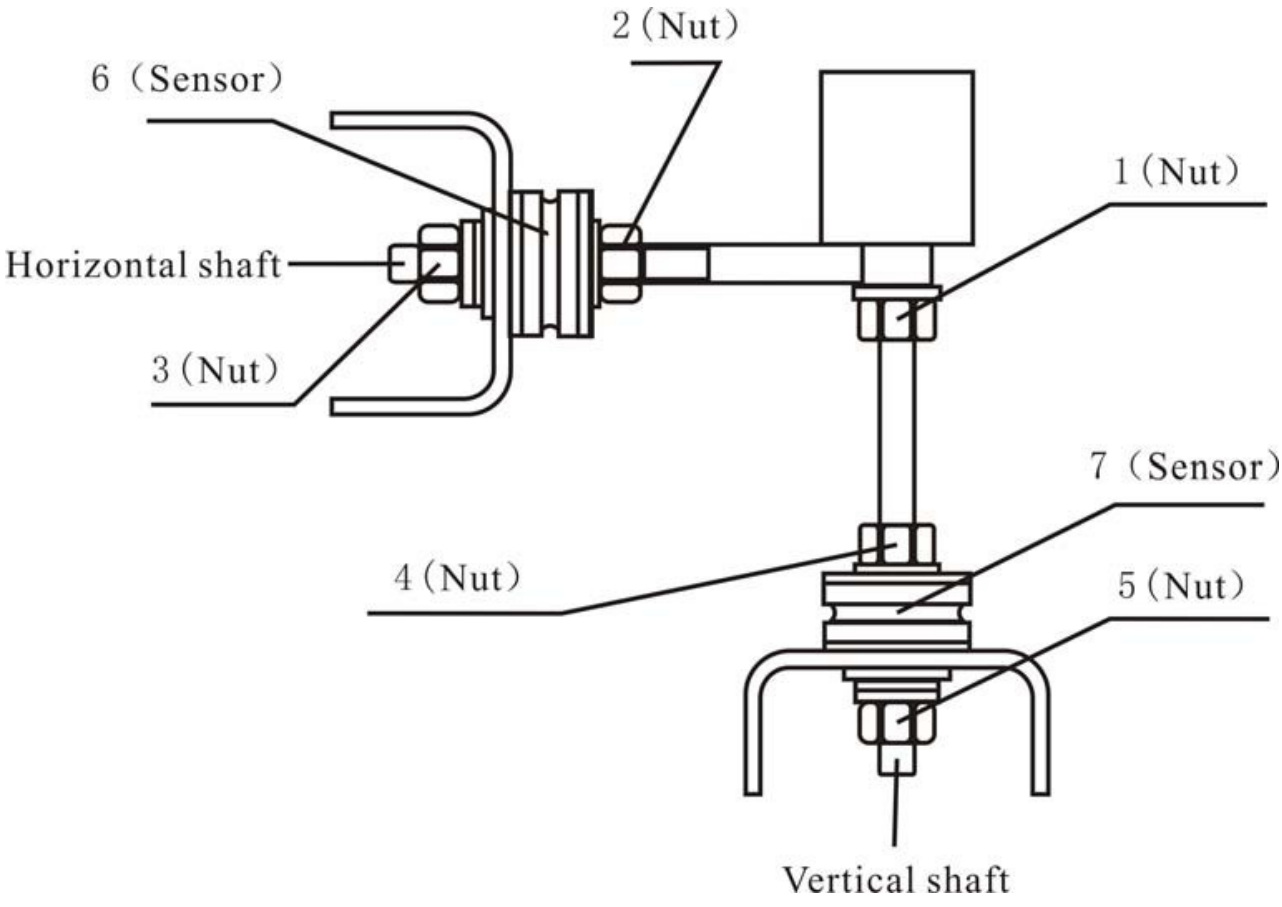

Рис. 14-1
4. Установите датчик с гайкой в соответствии с Рис. 14-1 (следует обратить внимание на направление установки датчика).